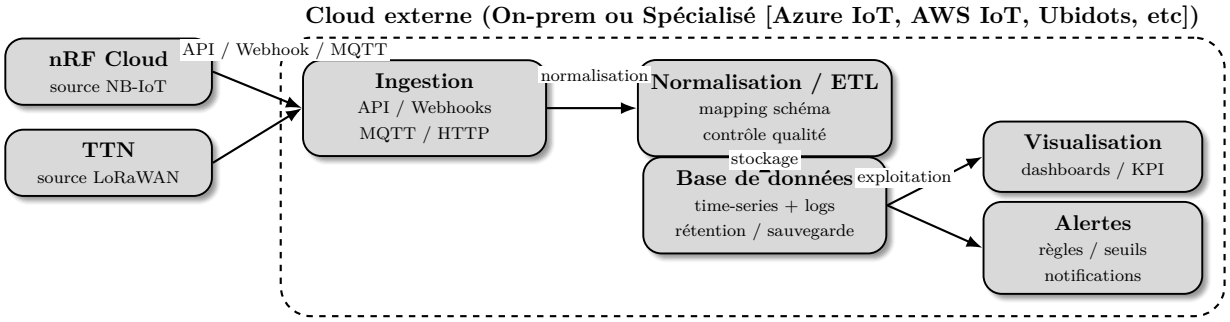

FIGURE 3 – Chaîne de traitement cloud : récupération des données depuis TTN et/ou nRF Cloud, ingestion, stockage, visualisation et alertes.
La communication entre la passerelle et l'infrastructure d'uplink est réalisée via une liaison série (**UART**), pouvant être sécurisée. Le cloud est utilisé pour l'**exploitation des données** (visualisation, alertes, supervision), et non comme un simple point de calcul central (Figure 3).
- **Plateforme cloud :** The Things Network (TTN) ou nRF Cloud, avec une chaîne de traitement cloud commune (Figure 3)
Architecture : Figure 1 (terrain→uplink), Figure 3 (traitement cloud)